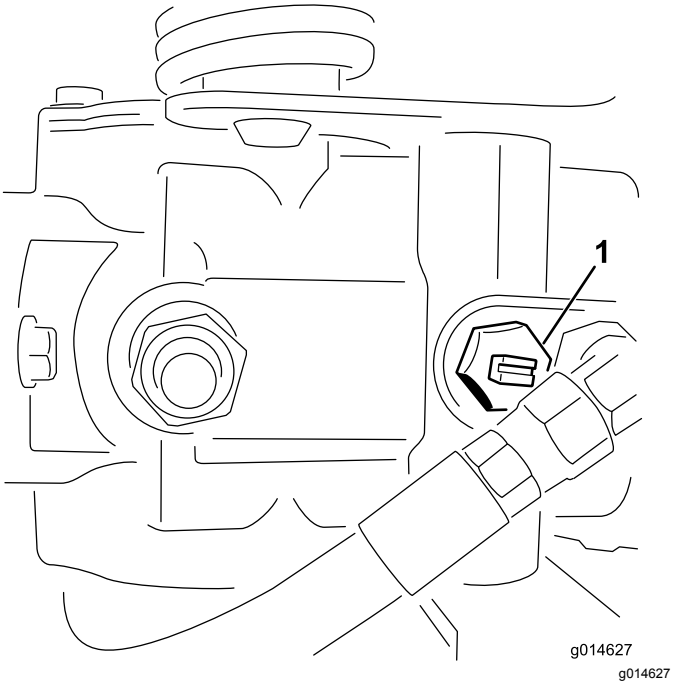

Figur 26
1. Finn omløpsventilen på pumpen, og vri den slik at åpningen står vertikalt (Figur 26).
2. Før du starter motoren, må du stenge omløpsventilen ved å vri den slik at åpningen står horisontalt (Figur 26).